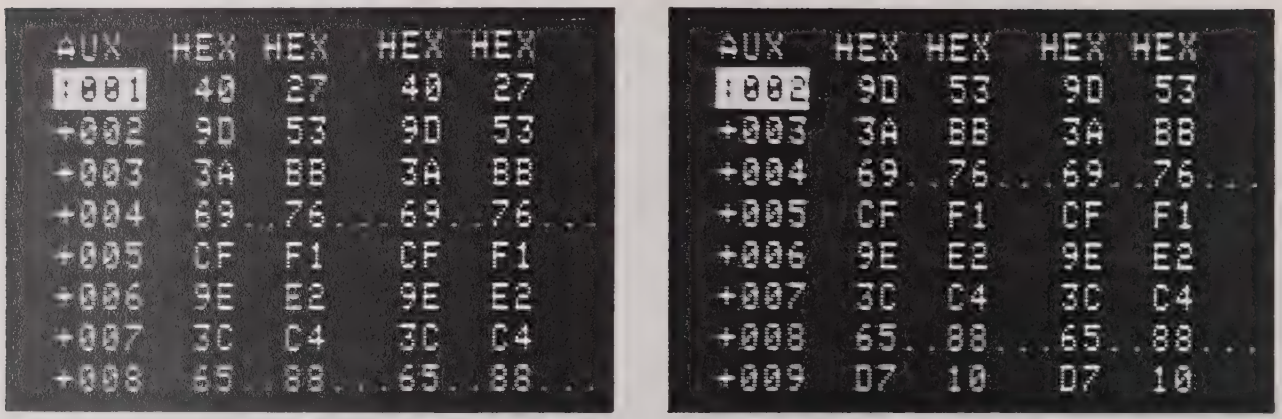

Figure 4.8 - Display Showing Scrolling Function
4.6.1 Refer to Figure 4.8. To move tabular display data forward or backward, one line at a time, press the appropriate **SCROLL** key. Holding this key down will continuously move the numbered data lines until the desired line is displayed for examination.